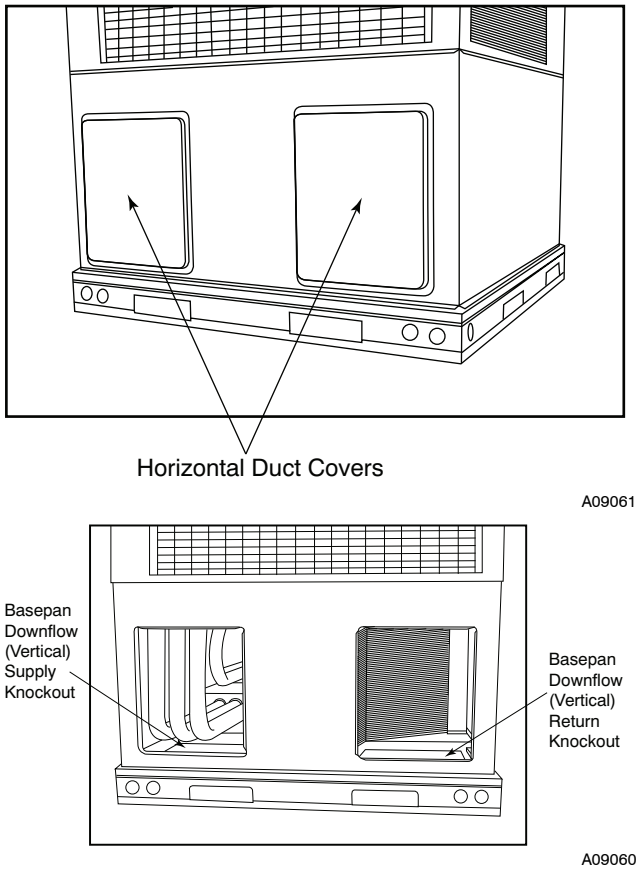

**Fig. 9 - Supply and Return Duct Opening**
The flue assembly is secured and shipped in the return air duct. Remove duct cover to locate the assembly (See Fig. 9).
2. Remove flue hood from shipping location (inside the return section of the blower compartment-see Fig. 9). Remove the return duct cover to locate the flue hood. Place flue hood assembly over flue panel. Orient screw holes in flue hood with holes in the flue panel.
**NOTE**: These panels are held in place with tabs similar to an electrical knockout. Reinstall horizontal duct covers (Fig. 9) shipped on unit from factory. Insure openings are air and watertight.